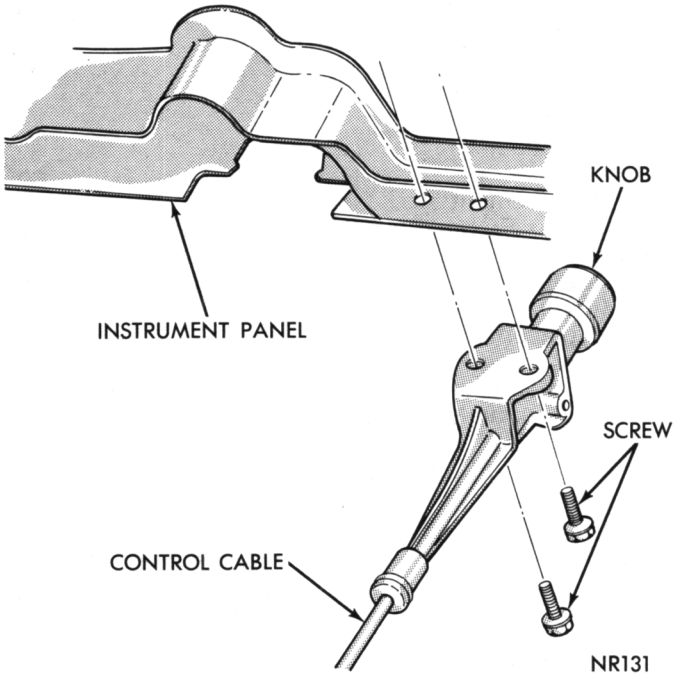
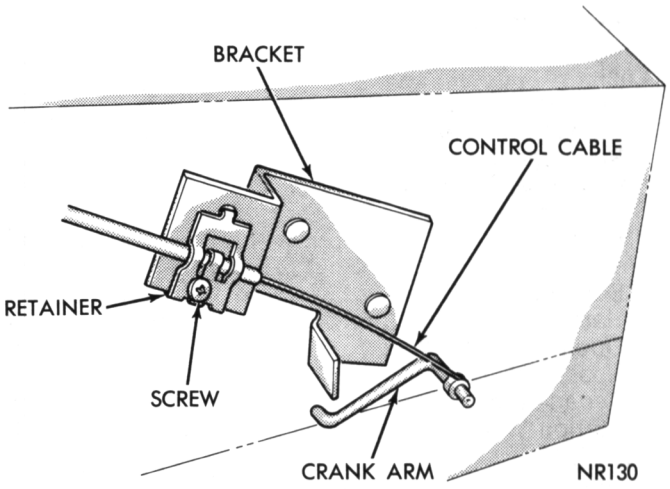
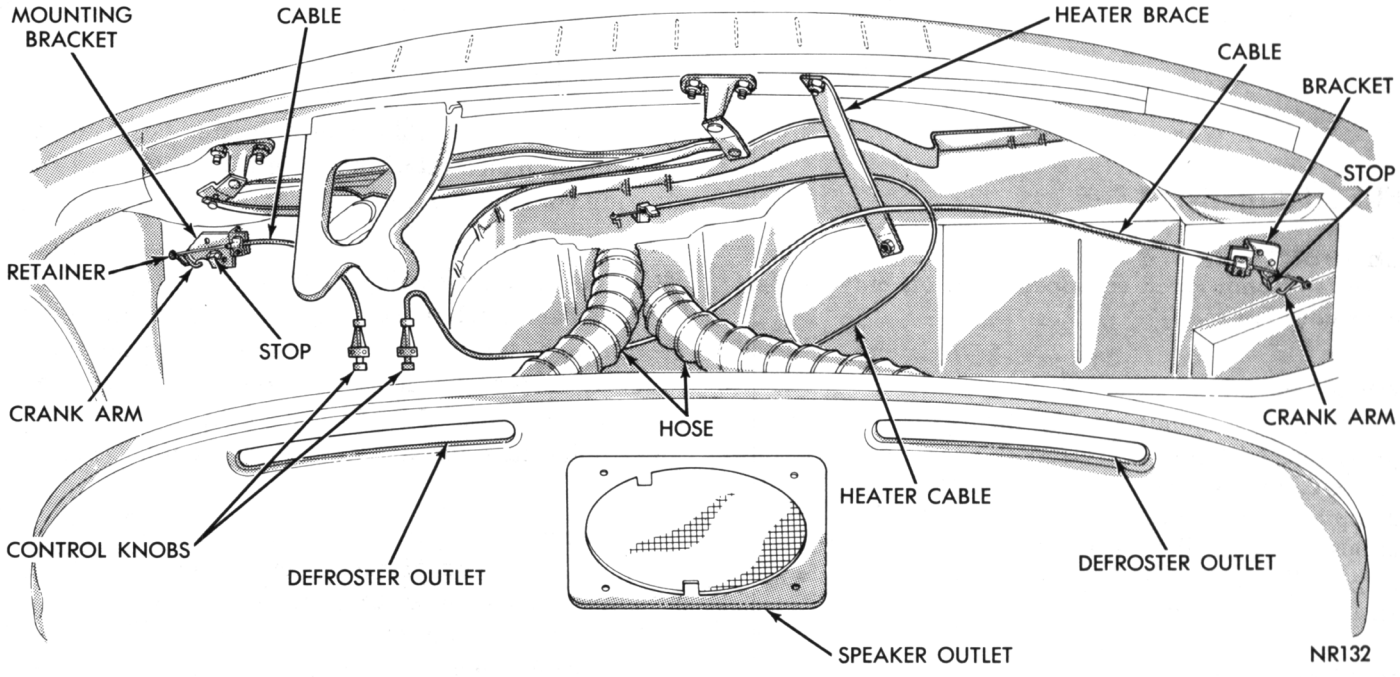

Fig. 1—Control Cable Attachment
Fig. 2—Control Cable Adjustment
Fig. 3—Control Cable Routing with Heater
The control cables are attached to the instrument panel lower flange with screws (Fig. 1). The lower end of the cables are retained on a mounting bracket with a clip and screw (Fig. 2). The right cable "looped" end is positioned on the fresh air door control crank arm (Fig. 2). The left cable is held on the crank arm with a spring type retainer (Fig. 3).
Route cables rearward of heater support brace, under heater control cables and defroster hoses to the instrument panel attaching points on right side of steering column (Fig. 3).
(1) At lower end of cable, remove screw and clip retaining cable on mounting bracket (Fig. 2).
(2) Push control knob in fully and rotate fresh air door control crank arm to the fully closed position.
(3) Position clip over cable and on mounting brack-